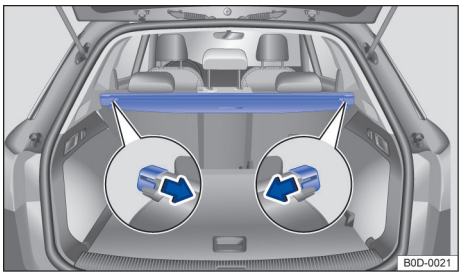

图 112 行李箱内：已收卷的行李箱遮物帘
按压遮物帘两侧支架，从行李箱饰板上的固定槽中取下遮物帘 →图 112。
– 将行李箱遮物帘两侧支架按入行李箱饰板上的固定槽中 →图 112。